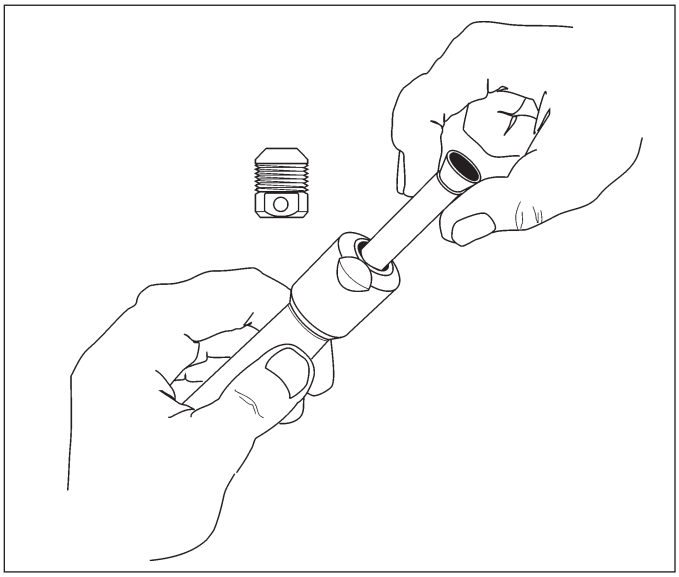

Figure 16.
Step 7 - Insert Replacement Fuse Link Into Fuse Cartridge (see Figure 16).